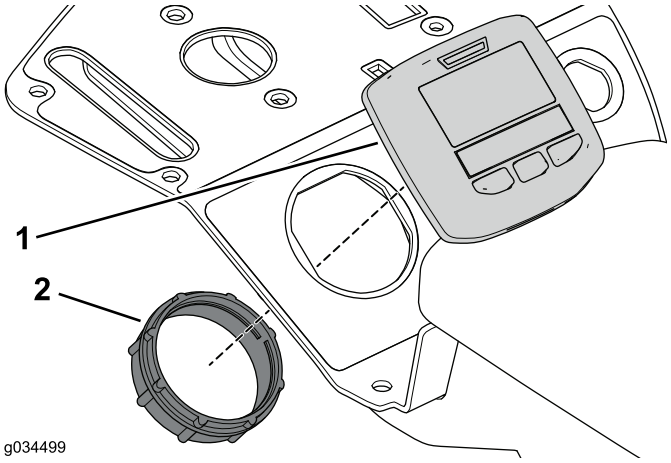

Figur 10
1. Fjern låseringen for at fjerne skærmen fra konsollen (Figur 10).